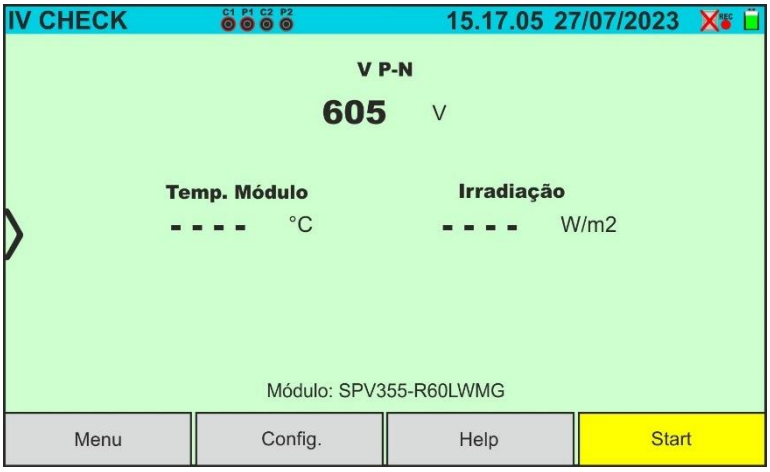

Fig. 74: Ecrã da test IVCK com SOLAR03 em registo síncrona em módulos Monofaciais
10. No caso dos módulos **Monofaciais**, o ecrã da Fig. 74 é apresentado no visor. São apresentados os seguintes parâmetros: